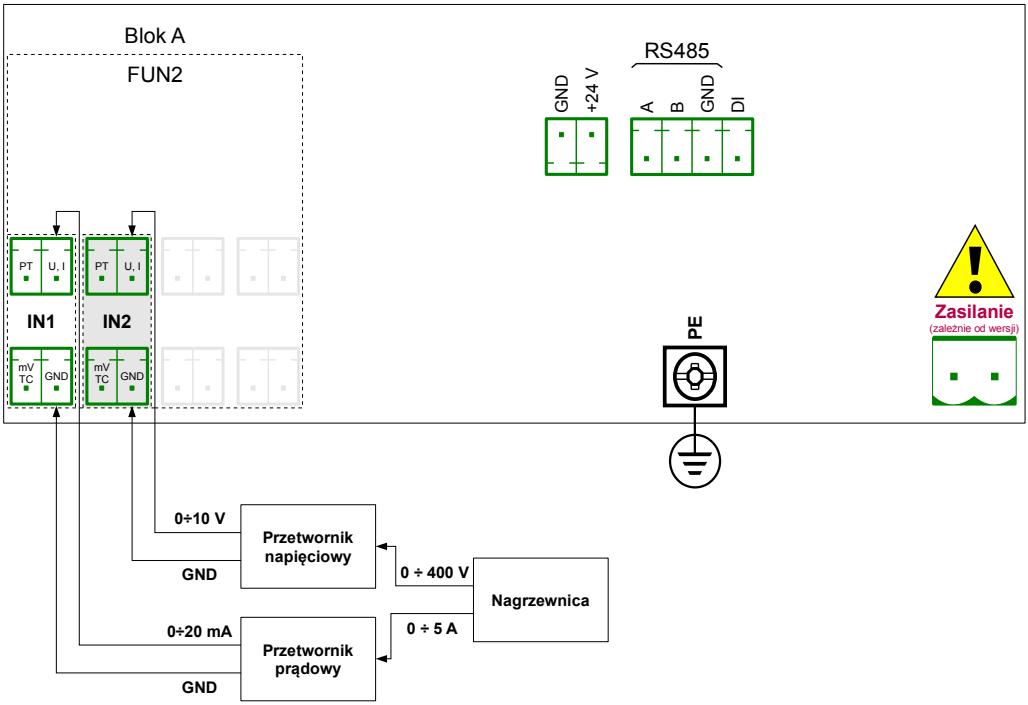

Rys. 7.73. Schemat podłączeniowy dla sprzętowej konfiguracji wejściowej FUN2
Przed przystąpieniem do pomiaru prądu i napięcia należy skonfigurować urządzenie, a następnie odpowiednio połączyć nagrzewnicę i przetworniki z urządzeniem. Przykładowy sposób połączenia przedstawiono na **Rys. 7.73**.
- parametr **Źródło** ustawiamy jako **Wej. A1: Uniwersalne** (patrz **Rys. 7.73**),
- parametr **Źródło** ustawiamy jako **Wej. A2: Uniwersalne** (patrz **Rys. 7.73**),